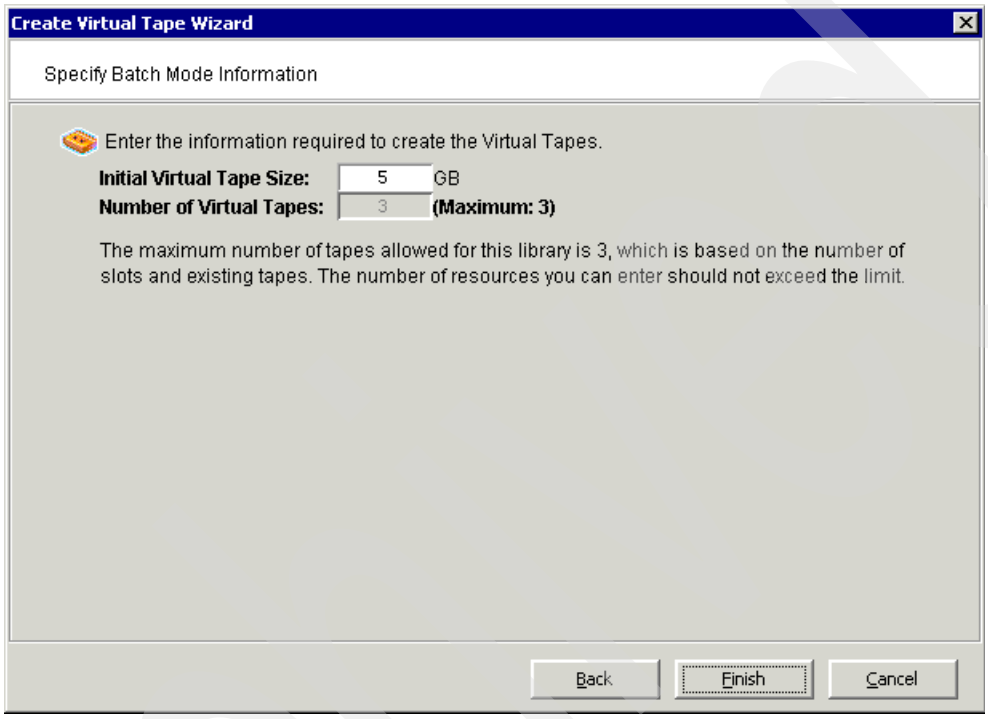

Figure 4-32 Setting the initial virtual tape size
10. In the Specify Batch Mode Information panel (Figure 4-32), you can choose the initial virtual tape size. The default size for all media types is 5 GB. This means that at least 5 GB of space is required for all virtual tape volumes. You may change this value, but it is not necessary, because while writing to a virtual volume, the volume expands its size in increments defined by the increment size. The increment size is for LTO2 and 3592 5 GB and for LTO3 7 GB. In this example, we keep the default initial size.